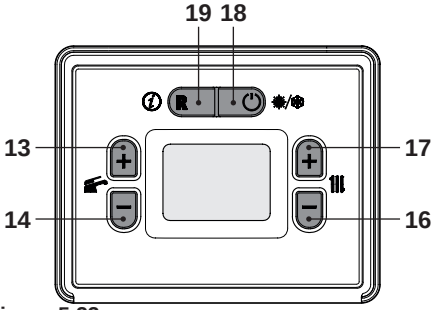
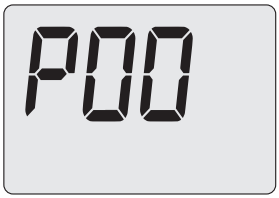
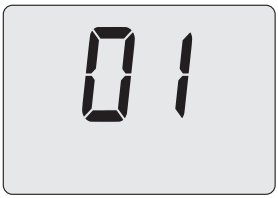

Figura 5.23
Figura 5.24
Figura 5.27
Per cambiare questa abilitazione per il comando remoto bisogna entrare in "modalità programmazione" premendo contemporaneamente per 5 secondi i tasti 18 e 19 (Figura 5.23). Sul display LCD appare il codice **P00**, indicante l'entrata nel "parametro P00" (Figura 5.24).
- Utilizzando i tasti 16 o 17 (Figura 5.23) è possibile modificare il valore del parametro A21 (Figura 5.27).
- Premendo il tasto 13 o 14 (Figura 5.23) si ottiene la conferma del valore inserito e si ritorna alla lista parametri (Figura 5.26).
- Premendo il tasto 18 (Figura 5.23) si esce dalla "modalità programmazione".